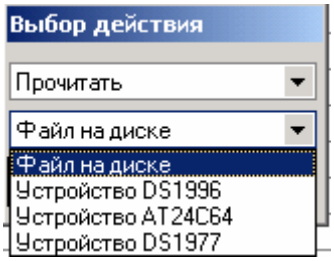

Рис.39
2.1 Из файла содержащего конфигурацию расположенного на жестком диске ПК или сменном носителе - выбрать в верхнем списке «Прочитать», а в нижнем – «Файл на диске» (рис.39);
2.2 Из ключа DS1996 - выбрать в верхнем списке окна «Прочитать», а в нижнем – «Устройство DS1996» (рис.39);
2.3 Из микросхемы памяти AT24C64 - выбрать в верхнем списке окна «Прочитать», а в нижнем – «Устройство AT24C64» (рис.39);
2.4 Из ключа DS1977[1] - выбрать в верхнем списке окна «Прочитать», а в нижнем – «Устройство DS1977» ; (рис.39)